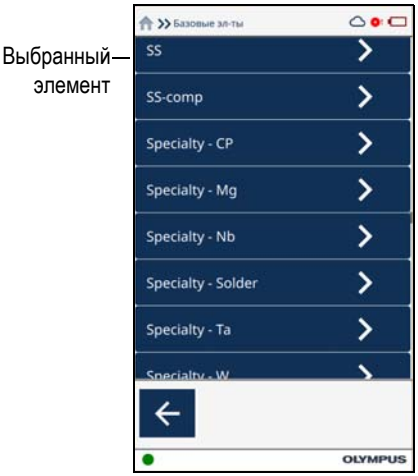

Рис. 2-61 Экран Базовые элементы — Выбранный элемент
1. В зоне **Да/Нет** экрана **Соотв. марки** щелкните на стрелку, чтобы открыть экран **Базовые эл-ты** (см. Рис. 2-61 на стр. 72).